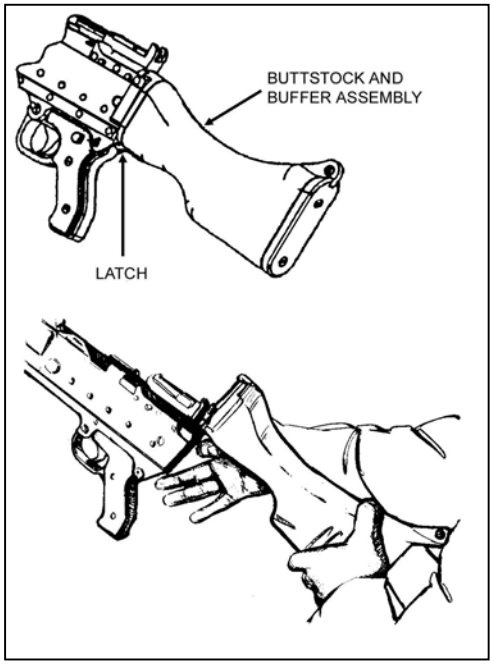

Figure 3-11. Removal of buttstock.
a. **Remove the Buttstock and Buffer Assembly**. Depress the back plate latch located on the underside of the butt stock where it joins the receiver. Slide the butt stock upward (straight up) and remove it from the receiver (Figure 3-11, page 3-12).